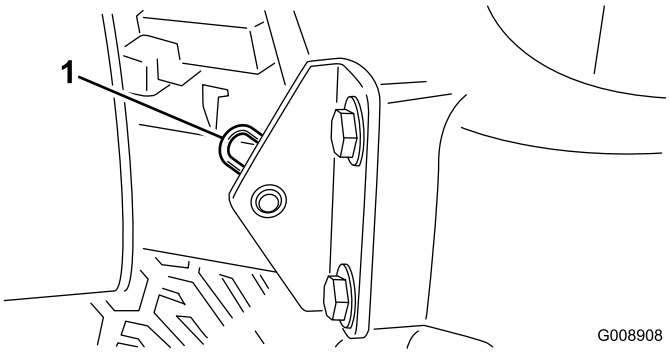

Figur 34
2. Fjern låseclipsen, der fastgør motorhjelmens drejetap til monteringskonsollerne (Figur 34).